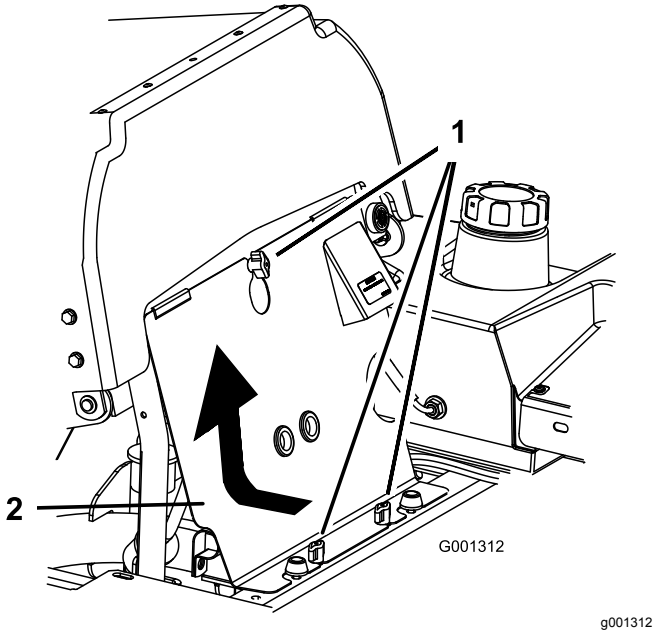

Bild 71
3. Lösen Sie die Handräder an der vorderen Motorverkleidung und nehmen Sie die Verkleidung ab (Bild 71).